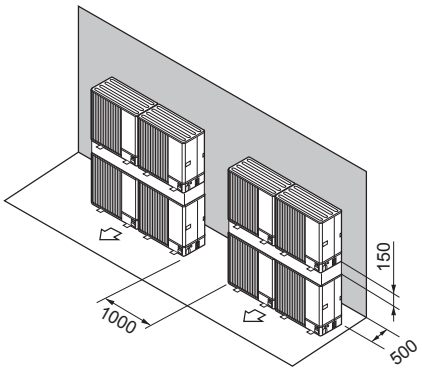

Fig. 1-19
⑦ Stacked unit arrangement (Fig. 1-19)